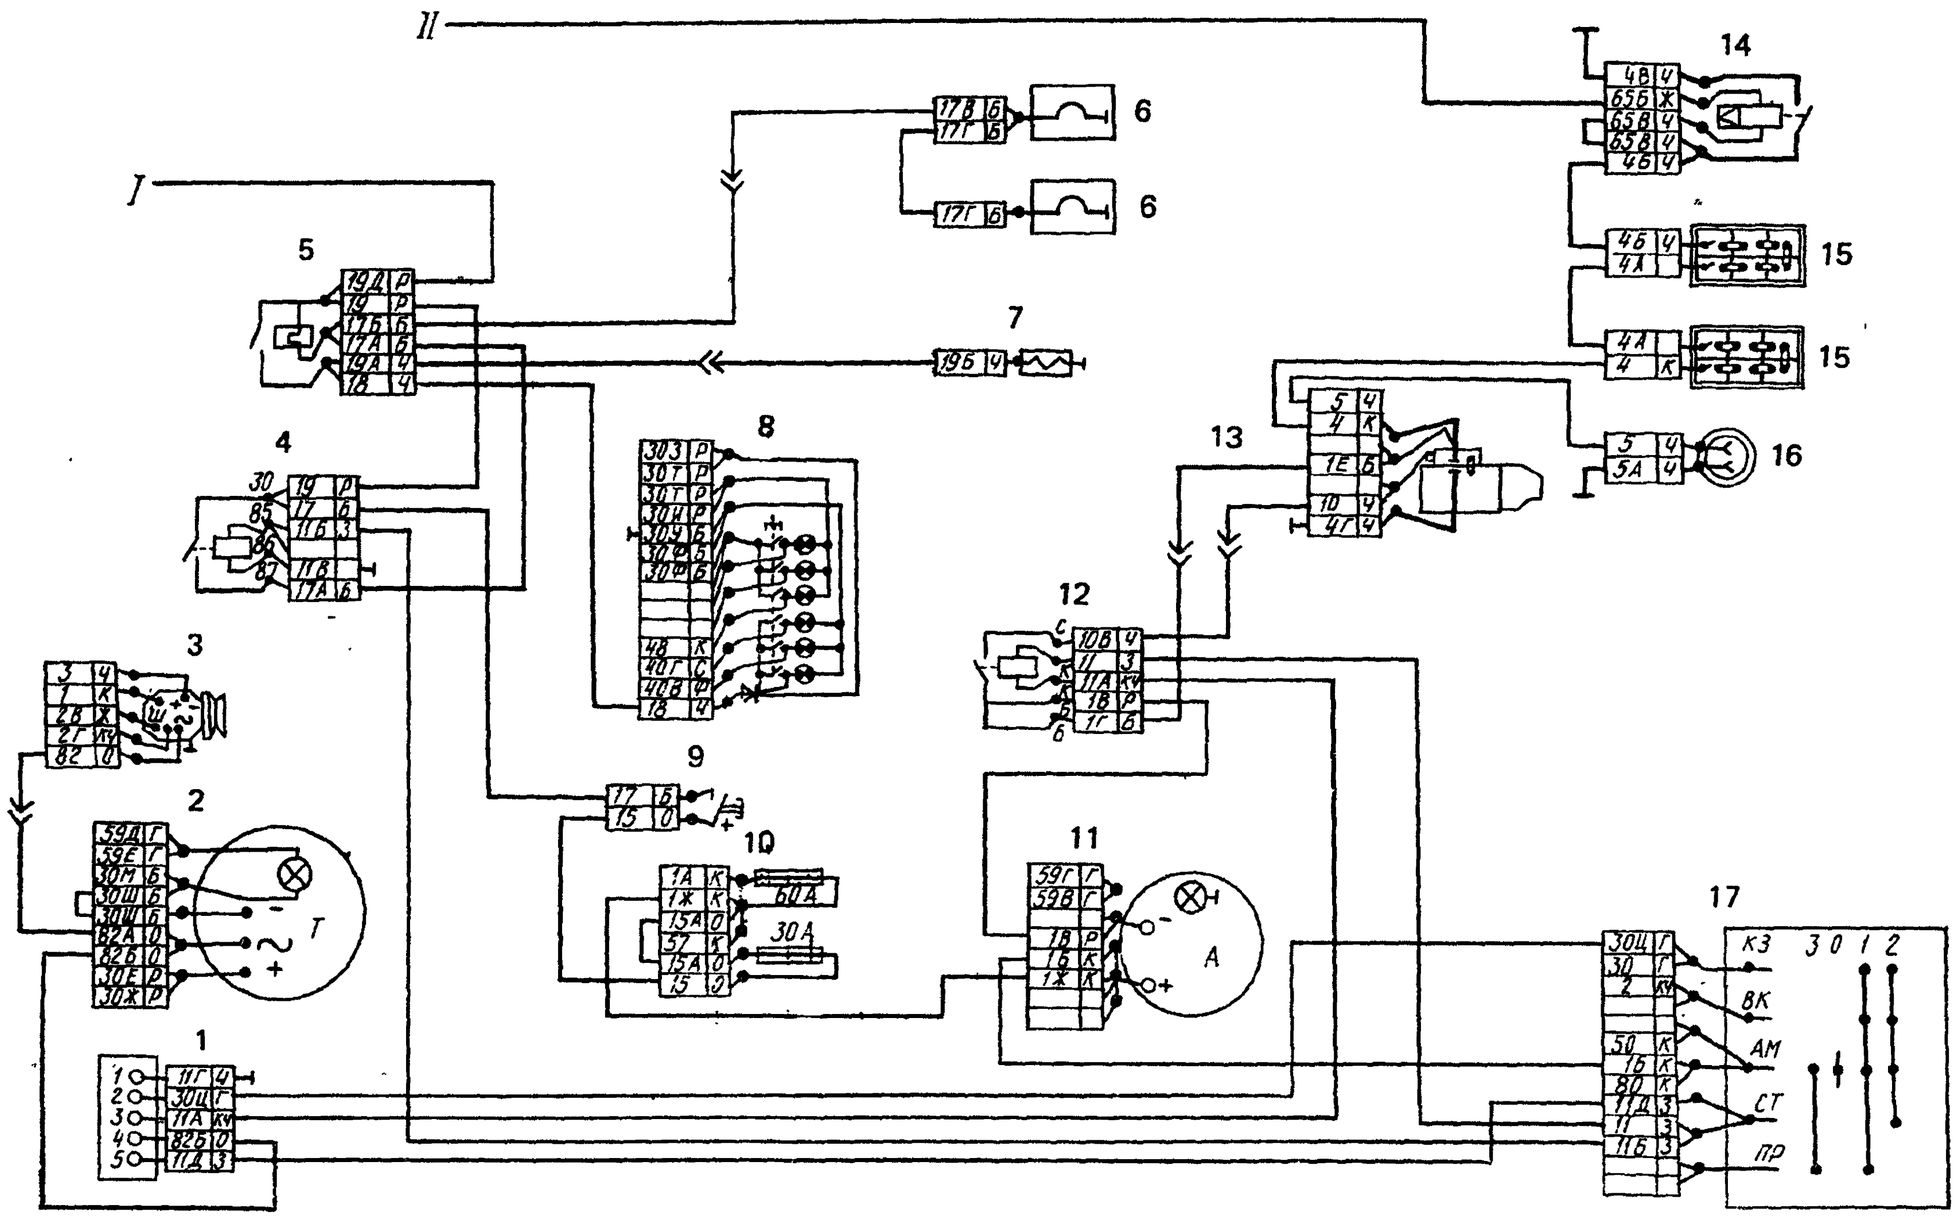

Рис. 386. Схема системы пуска двигателя и электрофакельного устройства (ЭФУ):
15. СХЕМЫ ЭЛЕКТРООБОРУДОВАНИЯ (рис. 386—393)